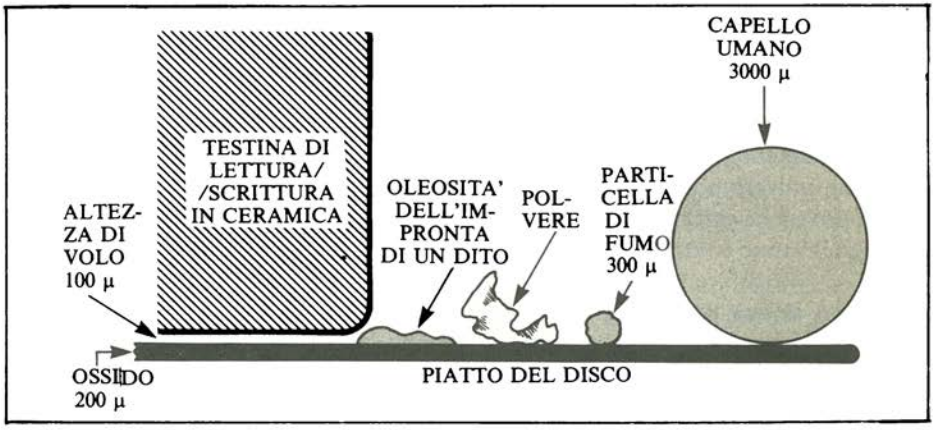

Figura 4.7: Dimensioni di agenti inquinanti comuni
La Figura 4.7 illustra il basso livello di tolleranza di un disco rigido rispetto all'inquinamento esterno. Qualunque particella sulla superficie del disco danneggerà le sue superficie e/o la testina; i dati verranno distrutti e con i metodi tradizionali sarà impossibile recuperarli. Inoltre, se la testina è graffiata, tutta l'unità diventa inutilizzabile. Quindi, quando si usa un disco rigido, la prima considerazione è la protezione contro la polvere e l'inquinamento atmosferico; l'uso di un'efficiente unità di condizionamento a circuito chiuso è quasi obbligatorio.
- Non fumare: il fumo è un buon modo per provocare un disastro della testina. Si guardi la Figura 4.7 e si esaminino le dimensioni di una particella di fumo in confronto alla distanza fra testina e disco.